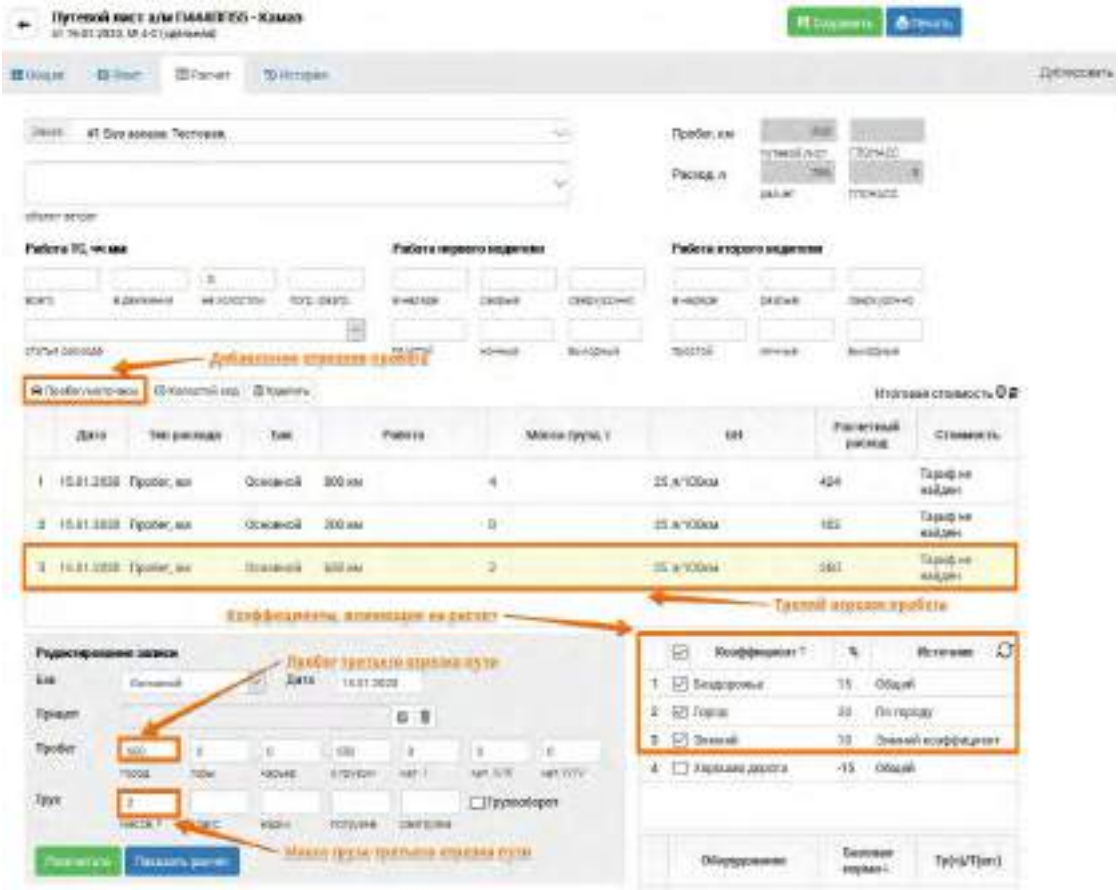

Рис. 175. Расчет ПЛ, добавление отрезка пути
3. Третий отрезок пути добавляется аналогично первым двум, то есть кнопкой **[Пробег/моточасы]** добавляется третий отрезок пути ТС. В поле "Город" вносится 650, в поле "Масса" указывается 2, прицеп не добавляется, необходимые коэффициенты отмечаются флажками ☑, затем кнопкой **[Рассчитать]** запускается расчет для этого отрезка пути. После добавления третьего этапа пути расчет выглядит, как показано на рисунке ниже: (см. Рис. 175):